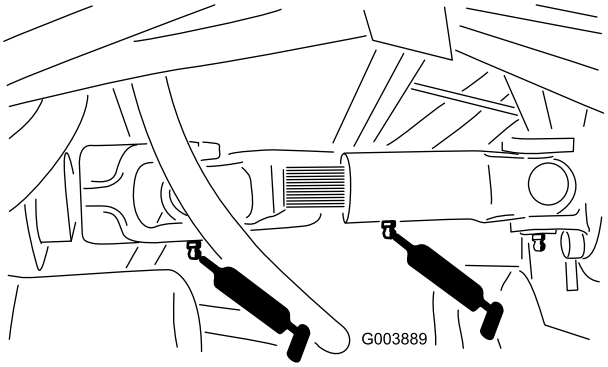

**Figuur 42**
- 3 smeernippels op de aandrijfas van de motor (Figuur 42)